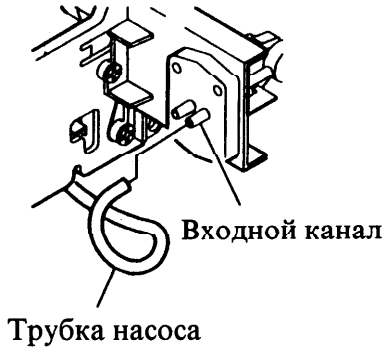

Рисунок 6 Установка трубки насоса
f. Наденьте трубку насоса на входной канал (рис. 6).